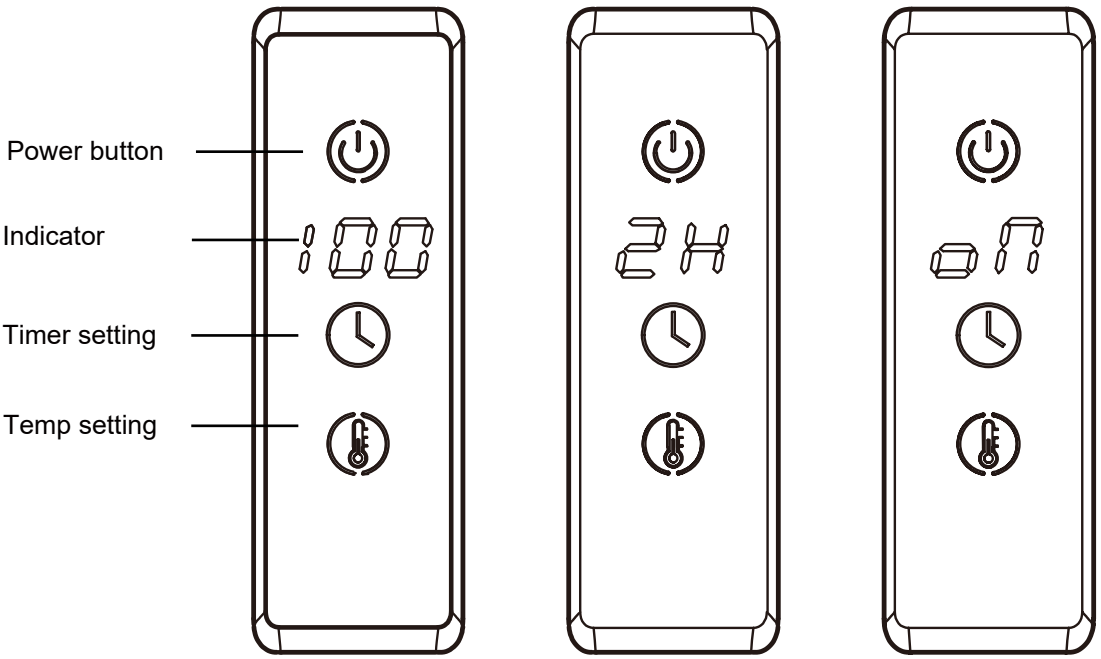

Fig1 Fig2 Fig3
- Power button: Press to turn on the towel warmer. The screen shows the preset heating tempreature at default temp 100°F, Press again to turn off. (Fig 1)
- Temp setting: Press to setup the heating temperature between 100°F to 140°F. (Fig 1)